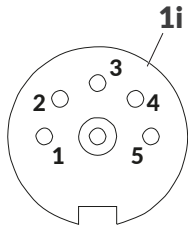

Rys. 7.
Sygnalizator statusu (tzw. kogut) służy do dodatkowej sygnalizacji statusu urządzenia, tak aby był on widoczny z dalszej odległości. Sygnalizator statusu podłączany jest do wyjścia **1i** (patrz ***Rys. 7 na stronie 21***).
Charakterystyka 5-pinowego żeńskiego złącza **1i** (patrz ***Rys. 7 na stronie 21***) sygnalizatora statusu
*Na **Rys. 7** przedstawiony jest widok złącza od zewnątrz drukarki.*